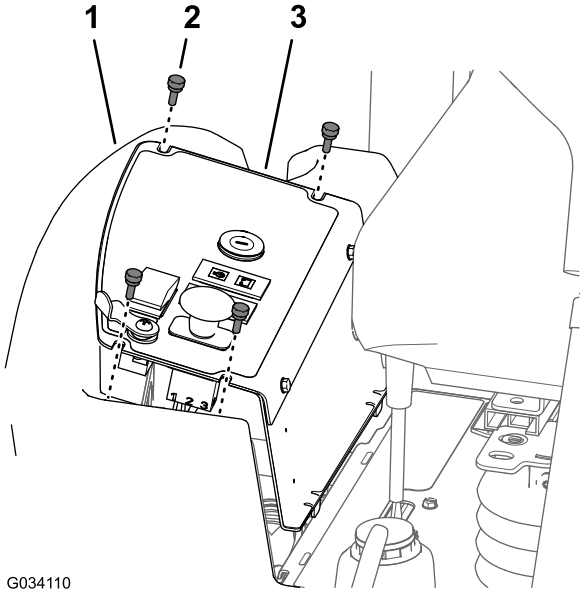

Figur 57
1. Fjern de fire vingeskruene som fester kontrollpanelplaten til drivstofftanken (Figur 57).
2. Løft opp kontrollpanelplaten (Figur 57).
3. Innrett slissene øverst på kontrollpanelplaten med hullene i flensen på drivstofftanken (Figur 57).
4. Monter kontrollpanelplaten til flensen på drivstofftanken med de fire vingeskruene (Figur 57) du fjernet i trinn 1 av Fjerne kontrollpanelplaten (side 45).